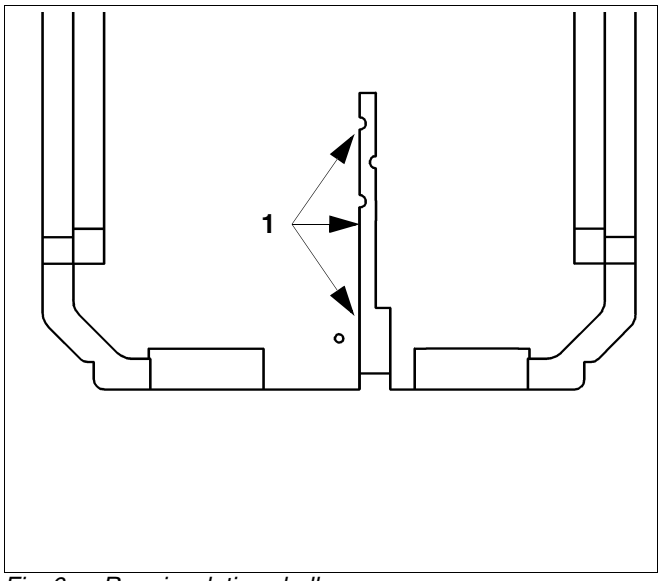

Fig. 6 Rear insulation shell
- Insert the electric leads into the cableway (Fig. 6, **Item 1**) on the rear insulation shell and route towards the rear.